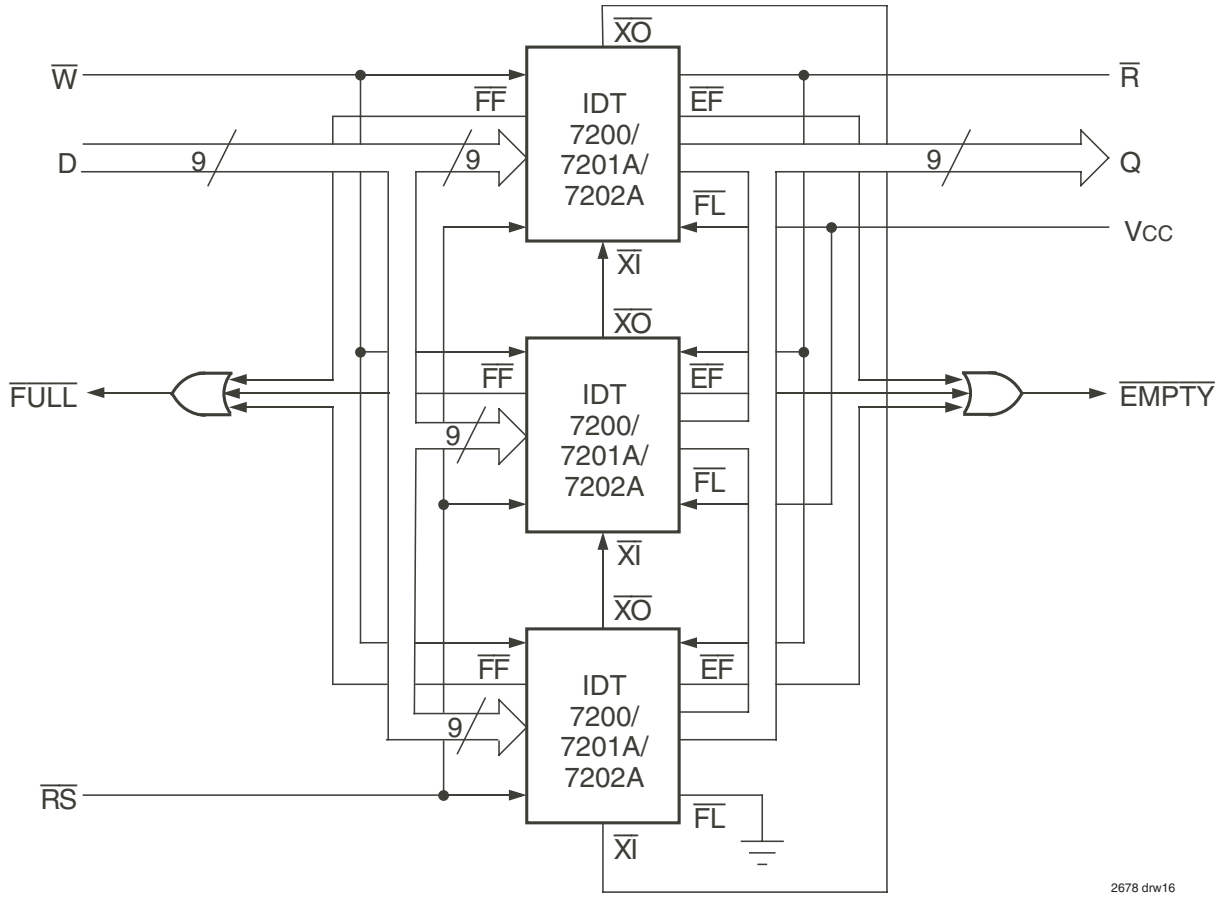

Figure 14. Block Diagram of 768 x 9, 1,536 x 9, 3,072 x 9 FIFO Memory (Depth Expansion)
The IDT7200/7201A/7202A can easily be adapted to applications when the requirements are for greater than 256/512/1,024 words. Figure 14 demonstrates Depth Expansion using three IDT7200/7201A/7202As. Any depth can be attained by adding additional IDT7200/7201A/7202As. These FIFOs operate in the Depth Expansion mode when the following conditions are met:
3. The Expansion Out ($\overline{XO}$) pin of each device must be tied to the Expansion In ($\overline{XI}$) pin of the next device. See Figure 14.
4. External logic is needed to generate a composite Full Flag ($\overline{FF}$) and Empty Flag ($\overline{EF}$). This requires the ORing of all $\overline{EF}$s and ORing of all $\overline{FF}$s (i.e. all must be set to generate the correct composite $\overline{FF}$ or $\overline{EF}$). See Figure 14.
1. $\overline{XI}$ is connected to $\overline{XO}$ of previous device. See Figure 14. $\overline{RS}$ = Reset Input, $\overline{FL}/\overline{RT}$ = First Load/Retransmit, $\overline{EF}$ = Empty Flag Output, $\overline{FF}$ = Full Flag Output, $\overline{XI}$ = Expansion Input, $\overline{HF}$ = Half-Full Flag Output
1. For depth expansion block see section on Depth Expansion and Figure 14.